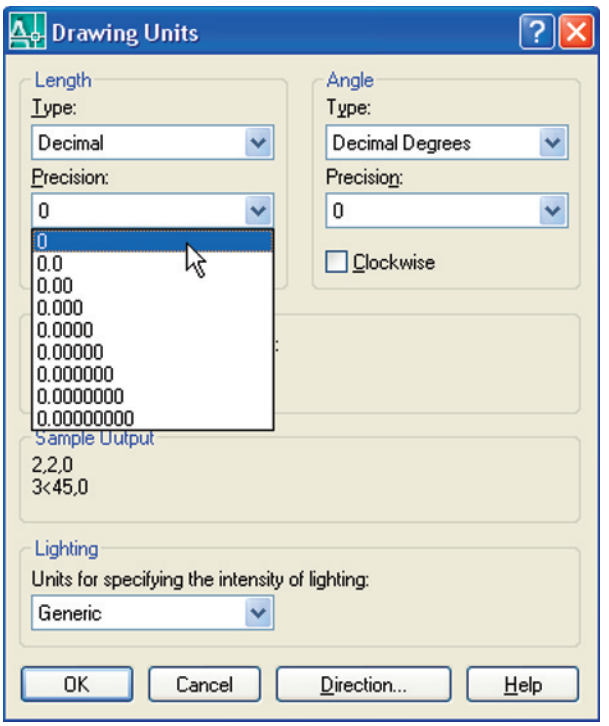

Fig. 1.25 Setting **Units** to **0**
5. In the command palette *enter* **units** and *right-click*. The **Drawing Units** dialog appears (Fig. 1.25). In the **Precision** popup list of the **Length** area of the dialog, *click* on **0** and then *click* the **OK** button. Note the change in the coordinate units showing in the status bar.